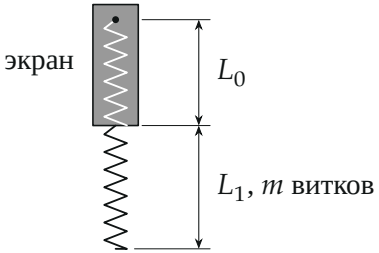

Рис. 4. Второй способ: под экраном длина L_0, снаружи L_1 и m видимых витков. Шаг витков всюду одинаков.
7. Второй способ найти N — счёт витков снаружи. Пусть L_0 — длина части пружины от точки крепления внутри экрана до нижнего края экрана, L_1 — длина выступающей части, на которой мы считаем m витков (рис. 4). Вся пружина растянута одинаково (сила в каждом витке